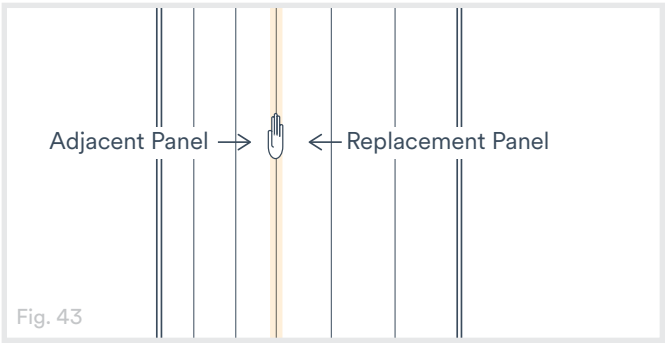

Fig. 43
10. Apply moderate uniform pressure along the seam of the replacement panel and the adjacent panel where the silicone was used to ensure the best adhesion (Fig. 43). If using a backer, apply the same pressure across the face of the replacement panel as well. Wipe away any excess silicone from the joint. If using Snap-In Trim assemble it to complete the installation.